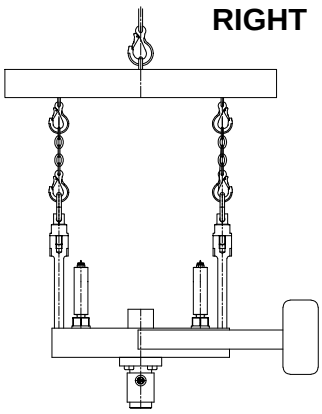
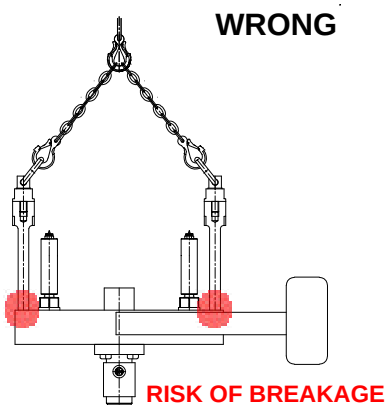

Figure 16: (z362-08) How to lift a load correctly using spacer bolts for attachment swivels (L2X system)
Figure 17: (z362-09) How to lift a load incorrectly using spacer bolts for attachment swivels (L2X system)
- If spacer bolts for attachment swivels are used it is absolutely necessary to use a lifting beam to enable a correct application of force via vertically stretched legs (see Fig. 16). If the load is lifted using sloping legs, a force will be generated causing a side load in the screw-in thread. Breakage risk arises (see Fig. 17).
How to remove a hot half, an L2X system or a manifold from a transport crate or a pallet (see Fig. 14, Fig. 15 bzw. Fig. 16).